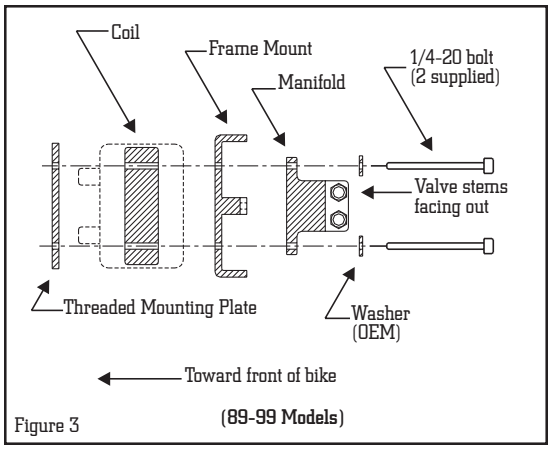

Figure 3 **(89-99 Models)**
- 1999 and earlier—the manifold comes with ¼-20 bolts (longer than stock), which go through the manifold, followed by the frame mount, the coil, and finally the threaded mounting plate (see figure 3).